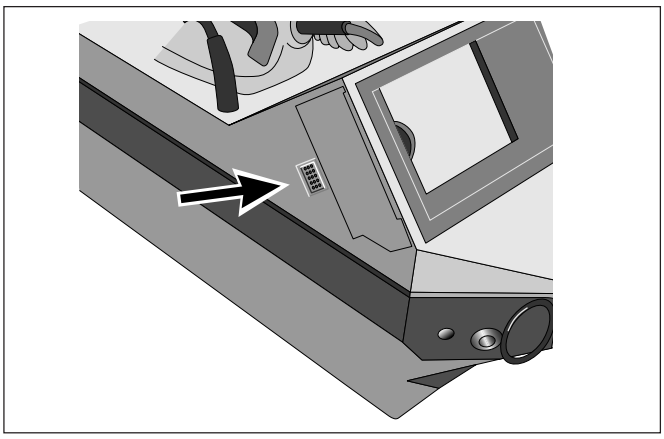

Bild 9-7. Entriegeln der Papierkassette
- Entriegeln Sie die Papierkassette (Bild 9-7).